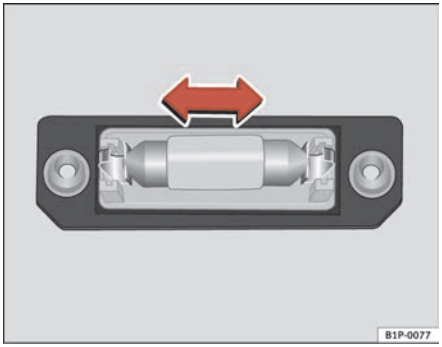

**Fig. 195 Registration plate light**
– Remove the bulb, moving it in the direction of the arrow and outwards ⇒ fig. 195.